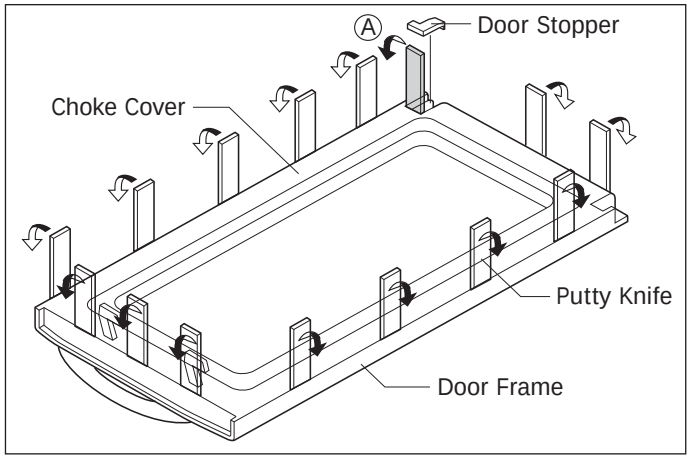

Figure 5-8. Door Disassembly
5. Insert a putty knife (thickness of about 0.5mm) into the gap A between the door stopper and the choke cover as shown in Figure 5-8 to free engaging parts.
7. Insert a putty knife (thickness of about 0.5mm) into the gap A between the choke cover and door stopper and between the choke cover and the door frame as shown Figure 5-8 to free engaging parts.
8. Pry the choke cover by inserting a putty knife in order shown in Figure 5-8.